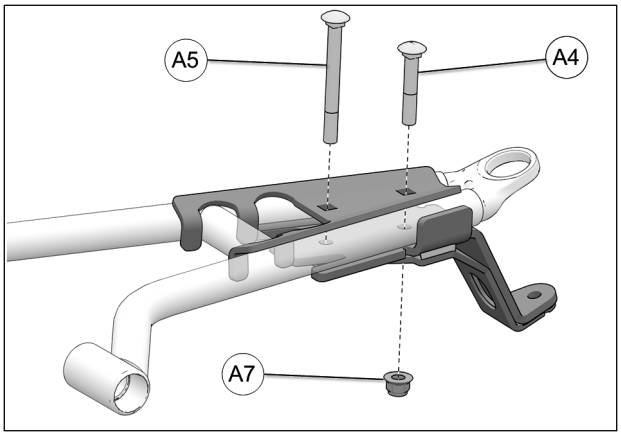

Fig. 16
6. Insert the M10x60mm (**A4**) and M10x100mm (**A5**) carriage bolts from the top and secure the two parts together with the nut (**A7**) provided. Tighten assembly to 50 N•m [37 lb•ft] of torque. See Fig. 16